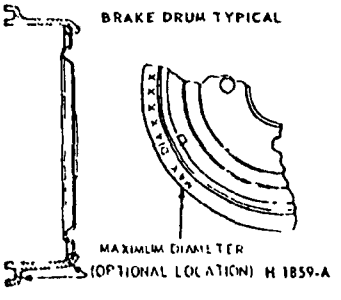

FIG. 9 Brake Drum Maximum Inside Diameter Marking Location
7. Inspect the brake drum and, if necessary, refinish Brake drum maximum Inside diameter is shown on each drum (Fig 9) If the maximum inside diameter shown on the drum is exceeded either by wear or refinishing, the drum must be replaced Refer to Part 12-02 for refinishing